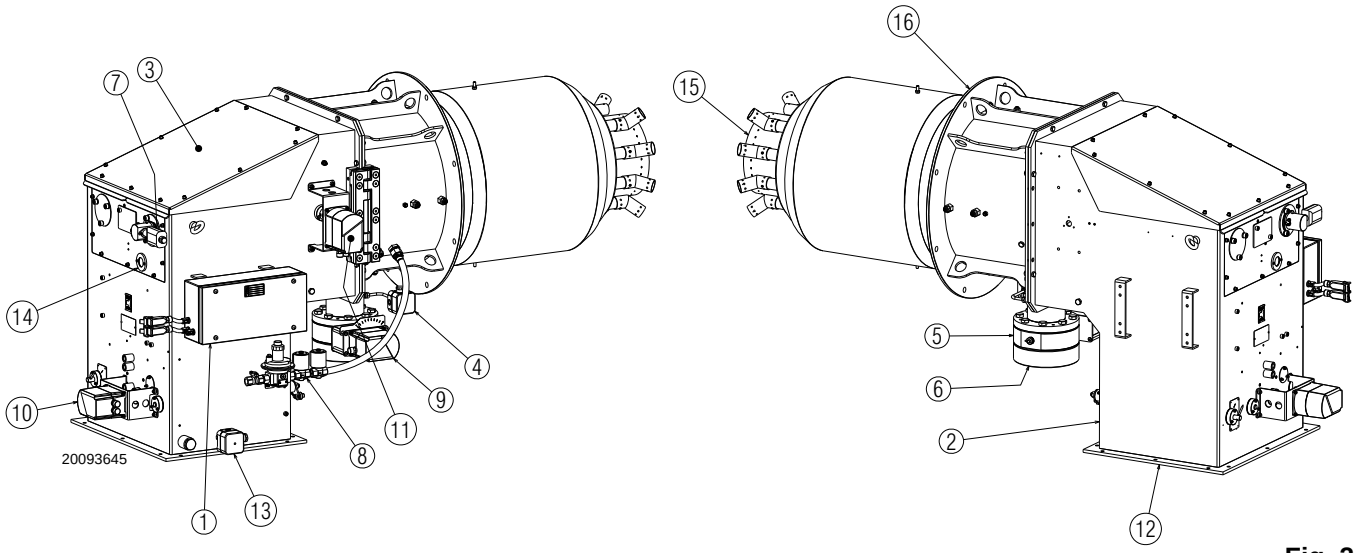

Fig. 2
Il collegamento del bruciatore alla rampa gas viene effettuato tramite l'attacco a flangia (6)(Fig. 2).